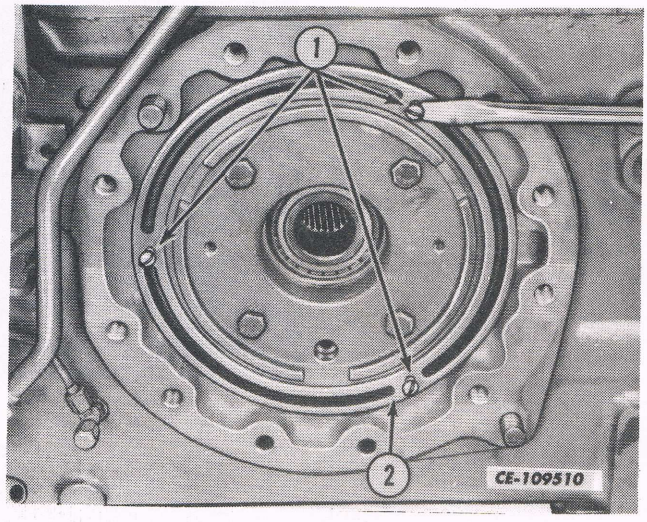

Fig 3.
6. Install screws in the three tapped holes provided in the brake piston (2). Using a screwdriver, pry on the underside of the screw heads equally all the way around to remove the brake piston (2). See Fig. 3